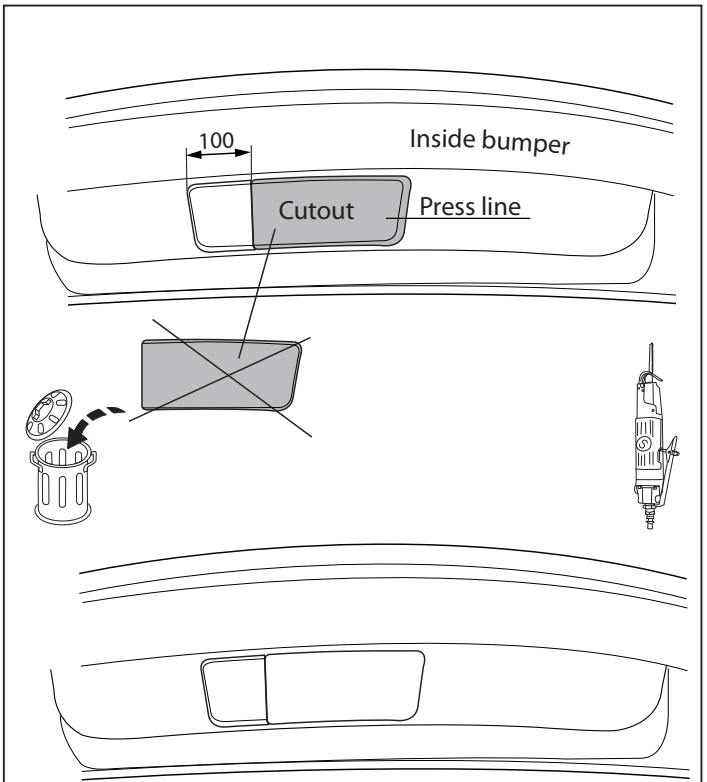

Fig. 3
3. **Внимание! При необходимости:** Выпилить обозначенные части, как указано на рис. 3.